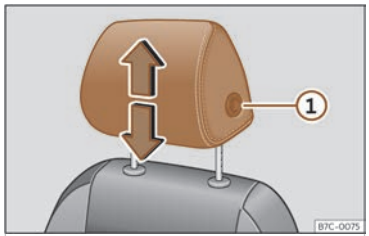
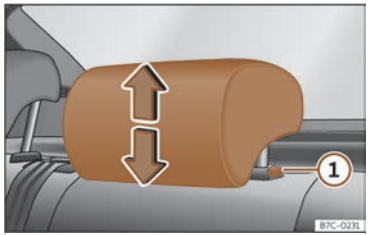

Abb. 69 Vordersitz: Kopfstützeneinstellung.
Abb. 70 Kopfstütze hinten: Kopfstützeneinstellung.
Gehen Sie zum Absenken auf gleiche Weise vor und drücken Sie die seitliche Taste ① ››› **(Abb. 69)** , ››› **(Abb. 70)**.